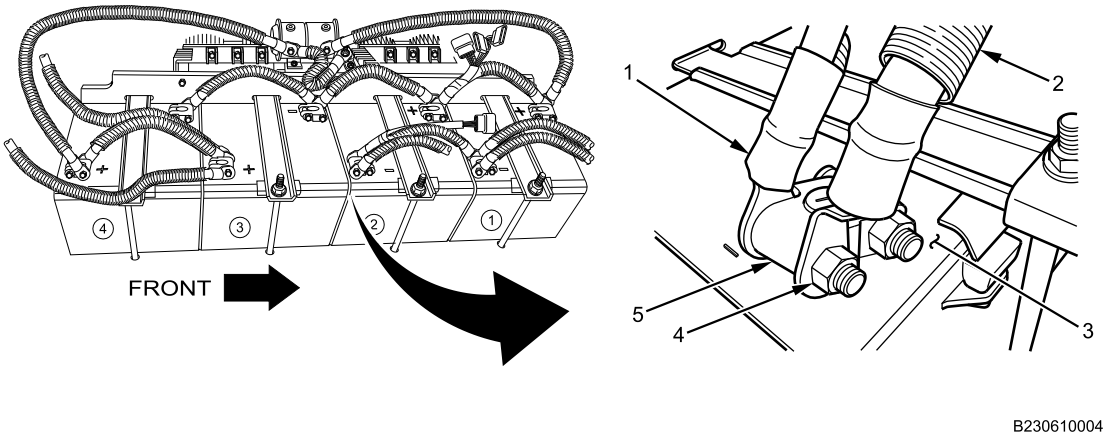

Figure 8. Battery 2 Ground Connections.
3. Install clean-ground cable (Figure 8, Item 1) and terminal bolt on negative stud adapter clamp (Figure 8, Item 5) on battery 2 (Figure 8, Item 3).
4. Install NATO ground cable terminal (Figure 8, Item 2) on terminal bolt on battery 2 negative stud adapter clamp (Figure 8, Item 5).
5. Install nut (Figure 8, Item 4) on terminal bolt on battery 2 negative stud adapter clamp (Figure 8, Item 5) and tighten securely.